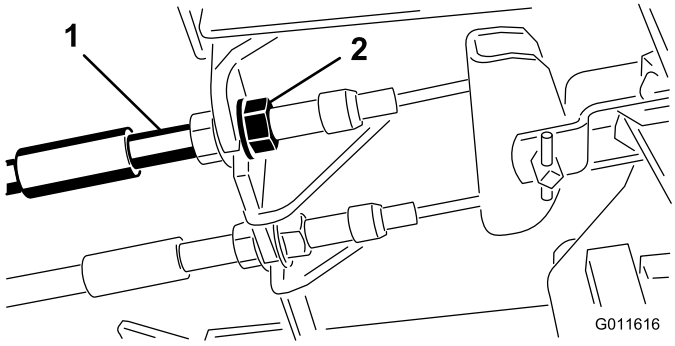

Figur 64
1. Dra åt bromsarna genom att lossa den främre muttern på bromskabelns gängade ände för att minska bromspedalernas spel (Figur 64).